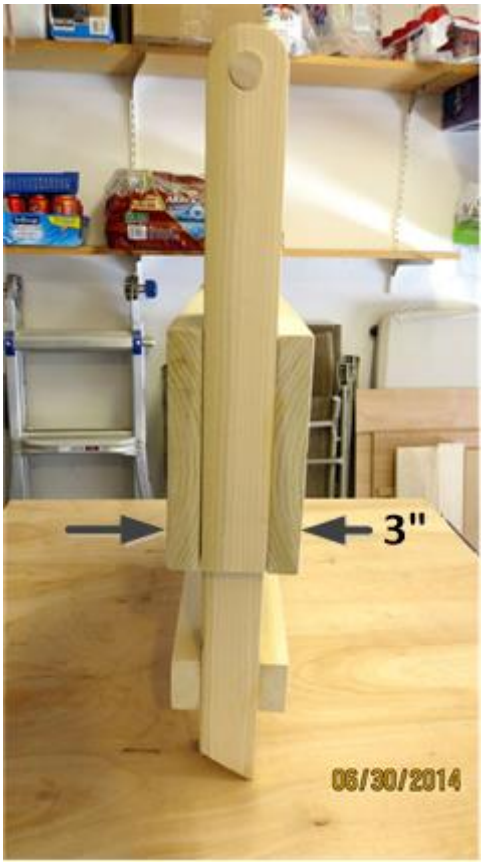

Figure 1. Folded and Ready to Be Put Away
- Folded and ready to be put away: 18" high (standing on the tips of the legs) by 14" wide by 3" thick. See Figure 1.